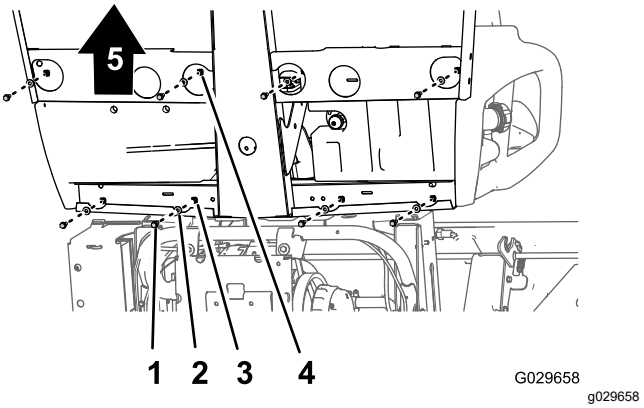
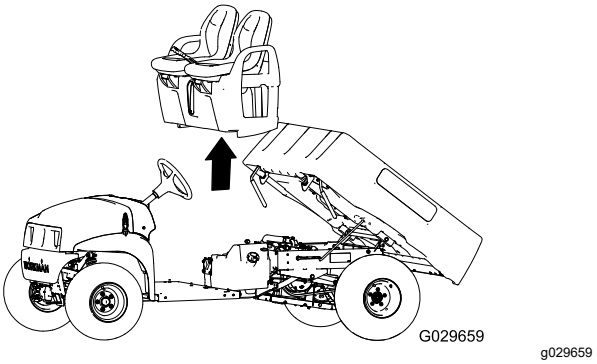

Figuur 47
Figuur 48
1. Verwijder aan de onderkant van de machine de 8 flenskopbouten en 8 ringen waarmee de stoelbasis is bevestigd aan de vloerplaat en het achterste kanaal van de cabine (Figuur 47).
2. Til voorzichtig de stoelen, de stoelbasis en de kabels van de parkeerrem van de machine (Figuur 47).
1. Til de stoelen en de stoelbasis op de machine en lijn de remkabels uit met het chassis (Figuur 47 en Figuur 48).
2. Lijn de openingen in de stoelbasis uit met de openingen in de vloerplaat en het achterste kanaal van de cabine (Figuur 47 en Figuur 48).